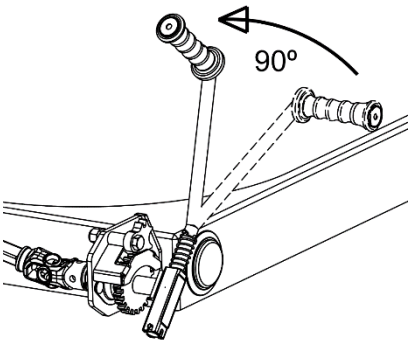

Figure 4
5. **Figure 4.** Pivot the crank 90° to free up the space.